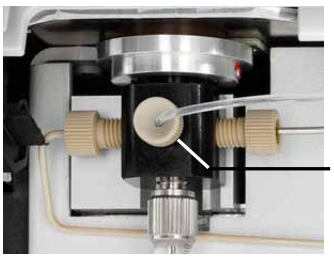

Abb. 13: Anschluss der Waschflüssigkeit am Spritzenventil
4. Schließen Sie den langen Schlauch aus dem Online Degas Wash Kit am Anschlussport für die Waschflüssigkeit am Spritzenventil an (→ Abb. 13, Seite 50).